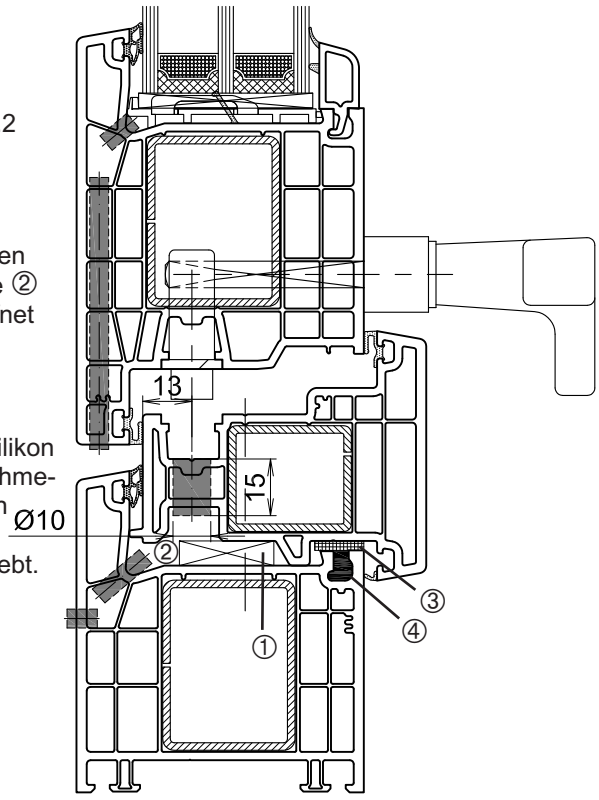

Abb. 4
Die Distanzklötze ① (Abb. 4) werden an den Schraubpositionen eingesetzt.
Zusätzlich muss das Wechselanschlagprofil im unteren Querbereich an den Postionen der Falzschlitze ② mit Bohrungen Ø 10 geöffnet werden (Abb. 4).